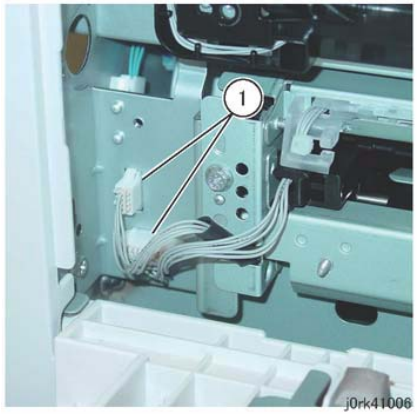

Figure 3 Disconnect Connectors
7. Disconnect the connector. (Figure 3)